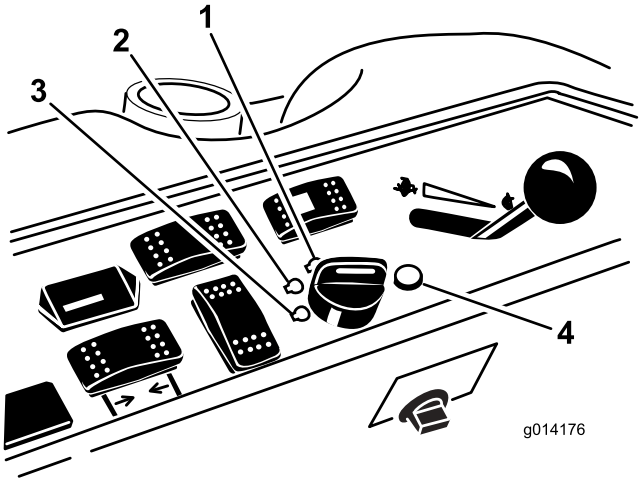

Figur 14
6. Vrid tändningsnyckeln medsols till körläget (Figur 14).
3. Vrid tändningsnyckeln till det avstängda läget (Figur 14). Vänta tills alla rörliga delar har stannat innan du lämnar förarplatsen.